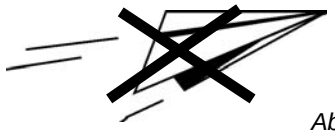

Abb.19
- Dieses Handbuch sorgfältig aufbewahren und bei Bedarf konsultieren (*Abb. 19*).